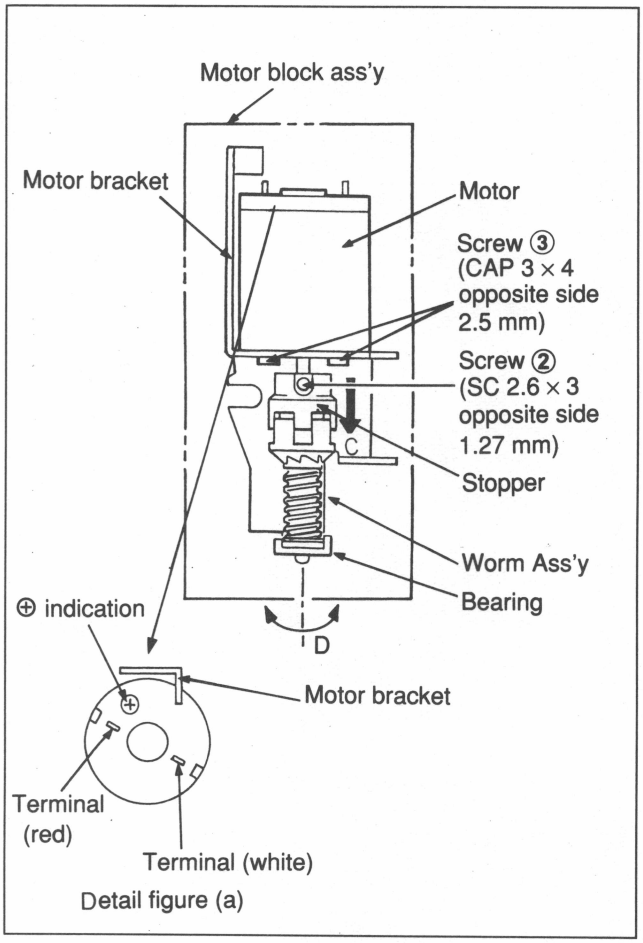

Fig. 7-8-3 Motor Removal/Replacement
3. Motor Removal (Refer to Fig. 7-8-3.)
(1) Loosen screw ② of a stopper fixed on the motor shaft by 1 to 1/2 turn.
(2) Remove two of screw ③ of the motor bracket fixing the motor.
(3) Pull out the motor from the motor bracket, then remove.
4. Motor Replacement (Refer to Fig. 7-8-3.)